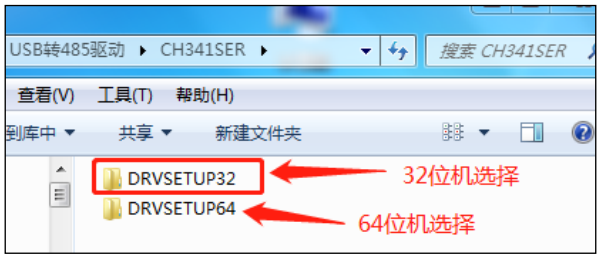

图 3.1 485 驱动文件的选择
1) 解压“CH341SER”文件， 32 位机选择“DRVSETUP32”，64 位机选择“DRVSETUP64”。485 驱动文件的选择如图 3.1 所示。